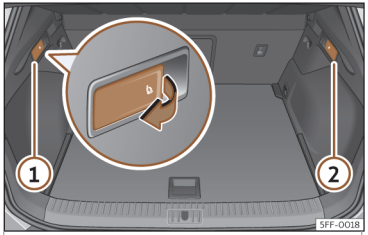

Abb. 109 Im Gepäckraum: Hebel zum Entriegeln der Rücksitzlehne.
• Ziehen Sie am Hebel zur Fernentriegelung auf der linken››› **Abb. 109** ① oder rechten ② Seite der Rückenlehne in Pfeilrichtung. Der entriegelte Teil der Rücksitzbank klappt nun automatisch nach vorn um.